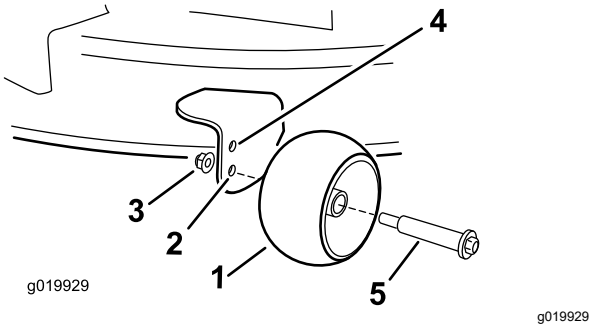

Figur 29
- Övre hålet – använd det här läget när klippdäcket är inställd på klipphöjder på 63 mm eller lägre (Figur 29).
- Nedre hålet – använd det här läget när klippdäcket är inställt på klipphöjder på 76 mm eller högre (Figur 29).